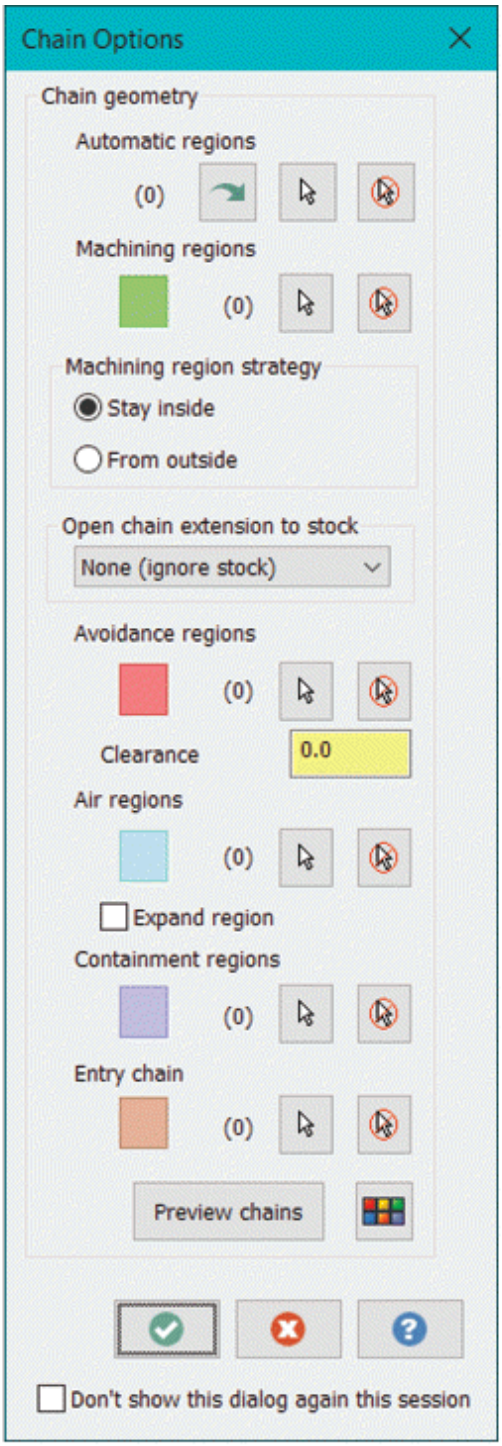

Figure-24. Chain Options dialog box
- Click on the **Dynamic Mill** tool from the **2D HighSpeed Toolpaths** drop-down in the **Ribbon**. The **Chain Options** dialog box will be displayed; refer to Figure-24.